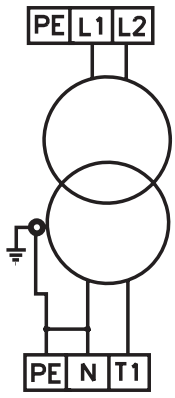

Fig. 8.4 Diagram of electrical modification from 230V PHASE-PHASE to 230V PHASE-NEUTRAL
*In the presence of 230V three-phase or 230V PHASE-PHASE electric power lines, these must be transformed into **230V PHASE-NEUTRAL** with a suitable electrical connection, see fig. 8.4.*